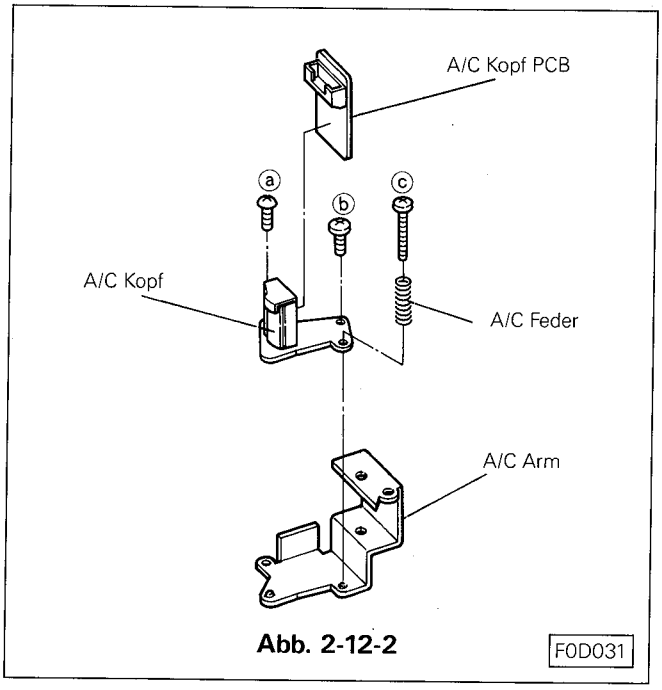

Abb. 2-12-2 F0D031
D. Die drei A/C Kopf Befestigungsschrauben (ⓐ, ⓑ und ⓒ und die A/C Feder (siehe Abb. 2-12-2) entfernen, den A/C Kopf vom A/C Halter entfernen.
E. Die A/C Kopf PCB vom A/C Kopf ablöten. Siehe Abb. 2-12-2.
2-12-2 Einbau (siehe Abb. 2-12-2)